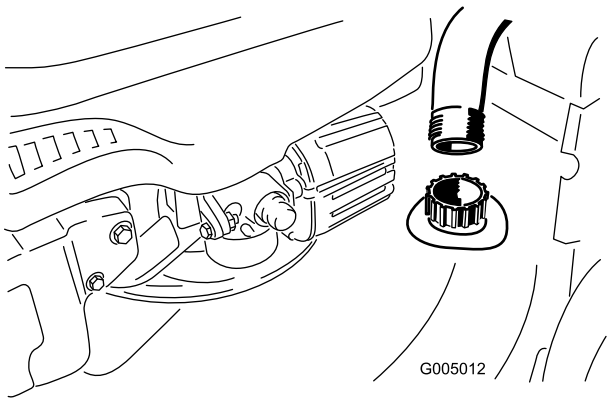

Figur 39
3. Fest en hageslange som er koblet til en vannkran til vanninntaksporten på gressklipperhuset (Figur 39).